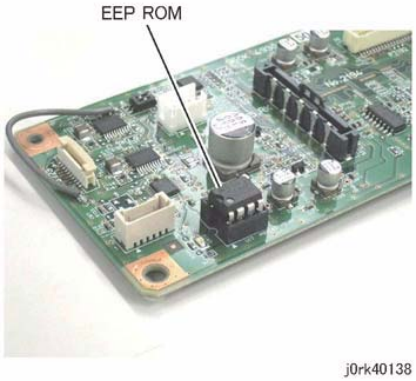

Figure 4 EEPROM
2. When the PWB is replaced, remove the EEPROM from the old PWB and install it onto the new one. (Figure 4). Reload software (GP 9).